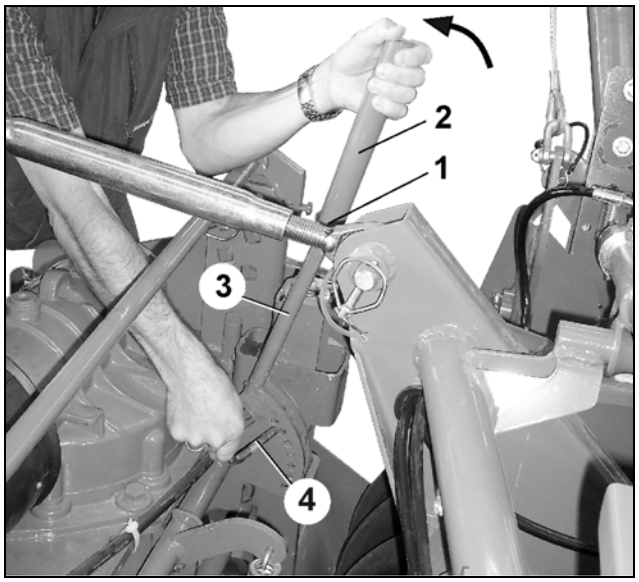

図 105
- リンチピン（図 105/1）を外します
- レバー延長部（図 105/2）をレバー（図 105/3）から引き出します
- レバー延長部を回し、リンチピンでレバーに固定します（図 105）。
- ピン（図 105/4）を穴群に差し込んで、所望のレベリングバーの高さに設定します。